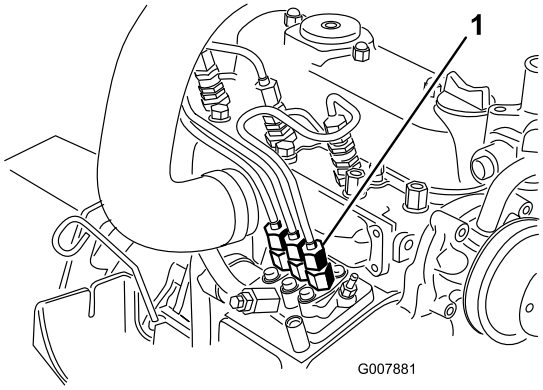

Rysunek 44
1. Umieść szmatę pod połączeniem rurowym wychodzącym z pompy wtryskowej do dyszy wtryskiwacza nr 1, zgodnie z rysunkiem Rysunek 44.